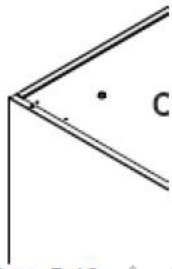

Рис. 5.18
• Подключите провод электропитания к клеммам электропитания котла рис. 5.18, соблюдая полярность: фаза (коричневый провод) и ноль (голубой провод).